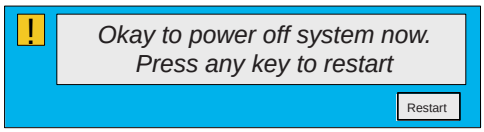

Figure 3-15 Power Off Message
2.) You may power off the console power switch when you see the message in Figure 3-15.